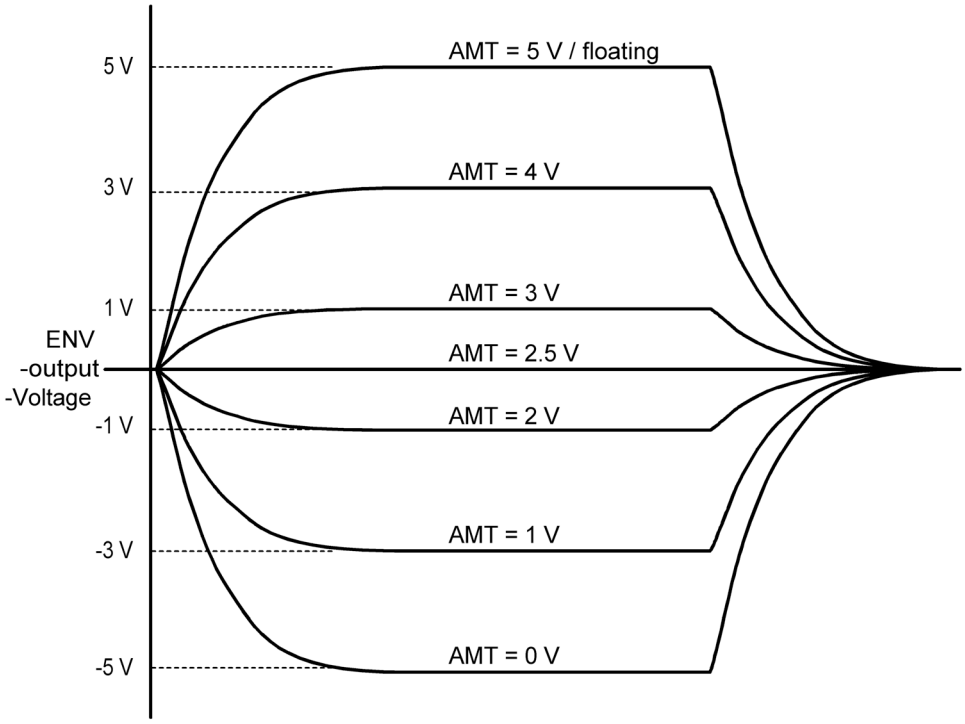
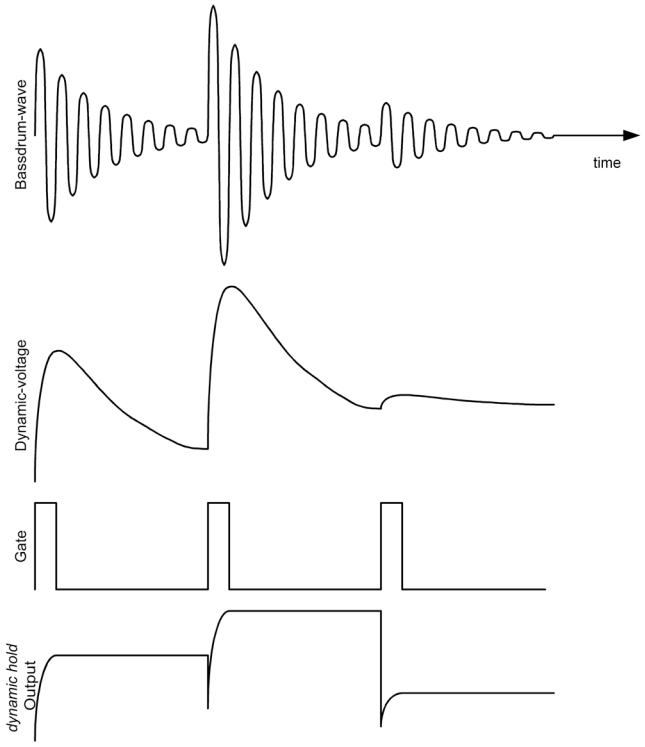

Fig. 9.5.6 Bipolar envelope modulation with the "AMT"-input of the multiplier
Fig. 9.5.7 The dynamic hold-function
Both envelope signals can be accessed at the rearpanel socket **"ENV OUT" (20)**. They are provided bipolar (in positive and negative directions) as shown in fig. 9.5.6. The final level of the envelope can be shifted in both directions - positive up, negative down. As shown in fig. 9.5.6, zero Volts at the multiplication input results in an inverted envelope with -5 Volts as maximum value.
The upper graph in fig. 9.5.7 corresponds to the waveform of an e.g. kickdrum. The graph below shows the resulting voltage curve, derived from the ***dynamic***-module (see. chapter 9.1.). When a gate-pulse at the start of every kickdrum (3. graph) is sent to the trigger input of the envelope generator, each "kick" opens the gate of the *dynamic hold*-function. This is explained in the lower graph.
The effect of the ***dynamic hold*** **outputs** (see. also fig. 9.5.7, down) on the envelope (see. chapter 9.5.3) is equal to the **"AMT1/2"**-input, according to the graphs in fig. 9.5.5 and fig. 9.5.6. To determine explicit voltage levels, see the values at the sockets **„DYN OUT" (7)/RING** (s. chapter 9.1)
TIP and **RING** of socket **(20)** provide the envelopes voltages **ENV 1** resp. **ENV 2** bipolar as explained in fig. 9.5.6.